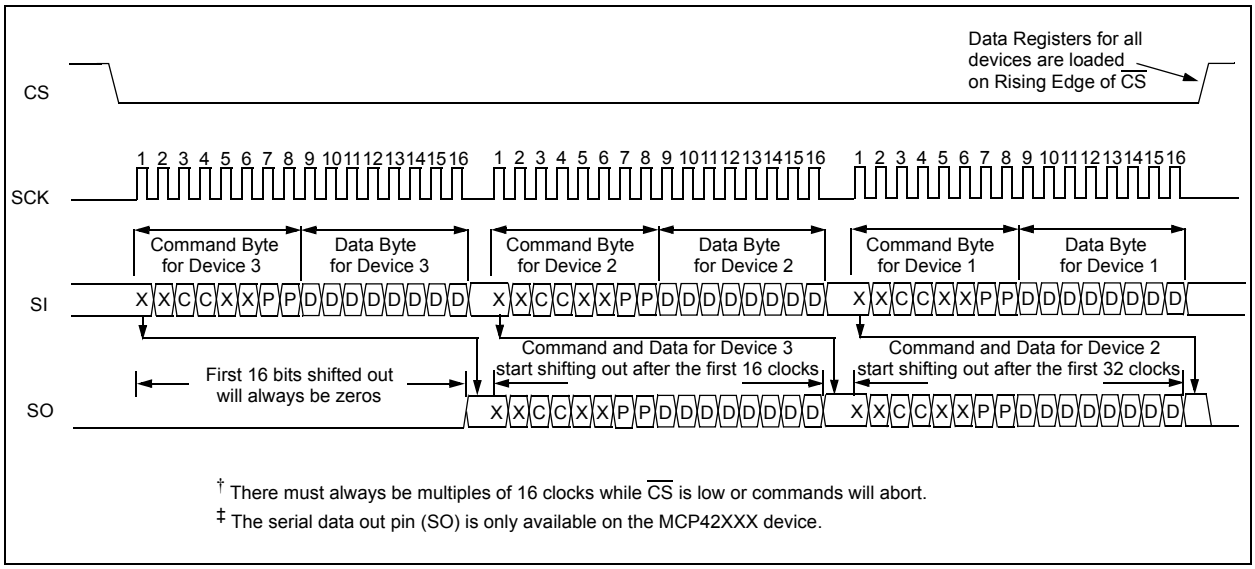
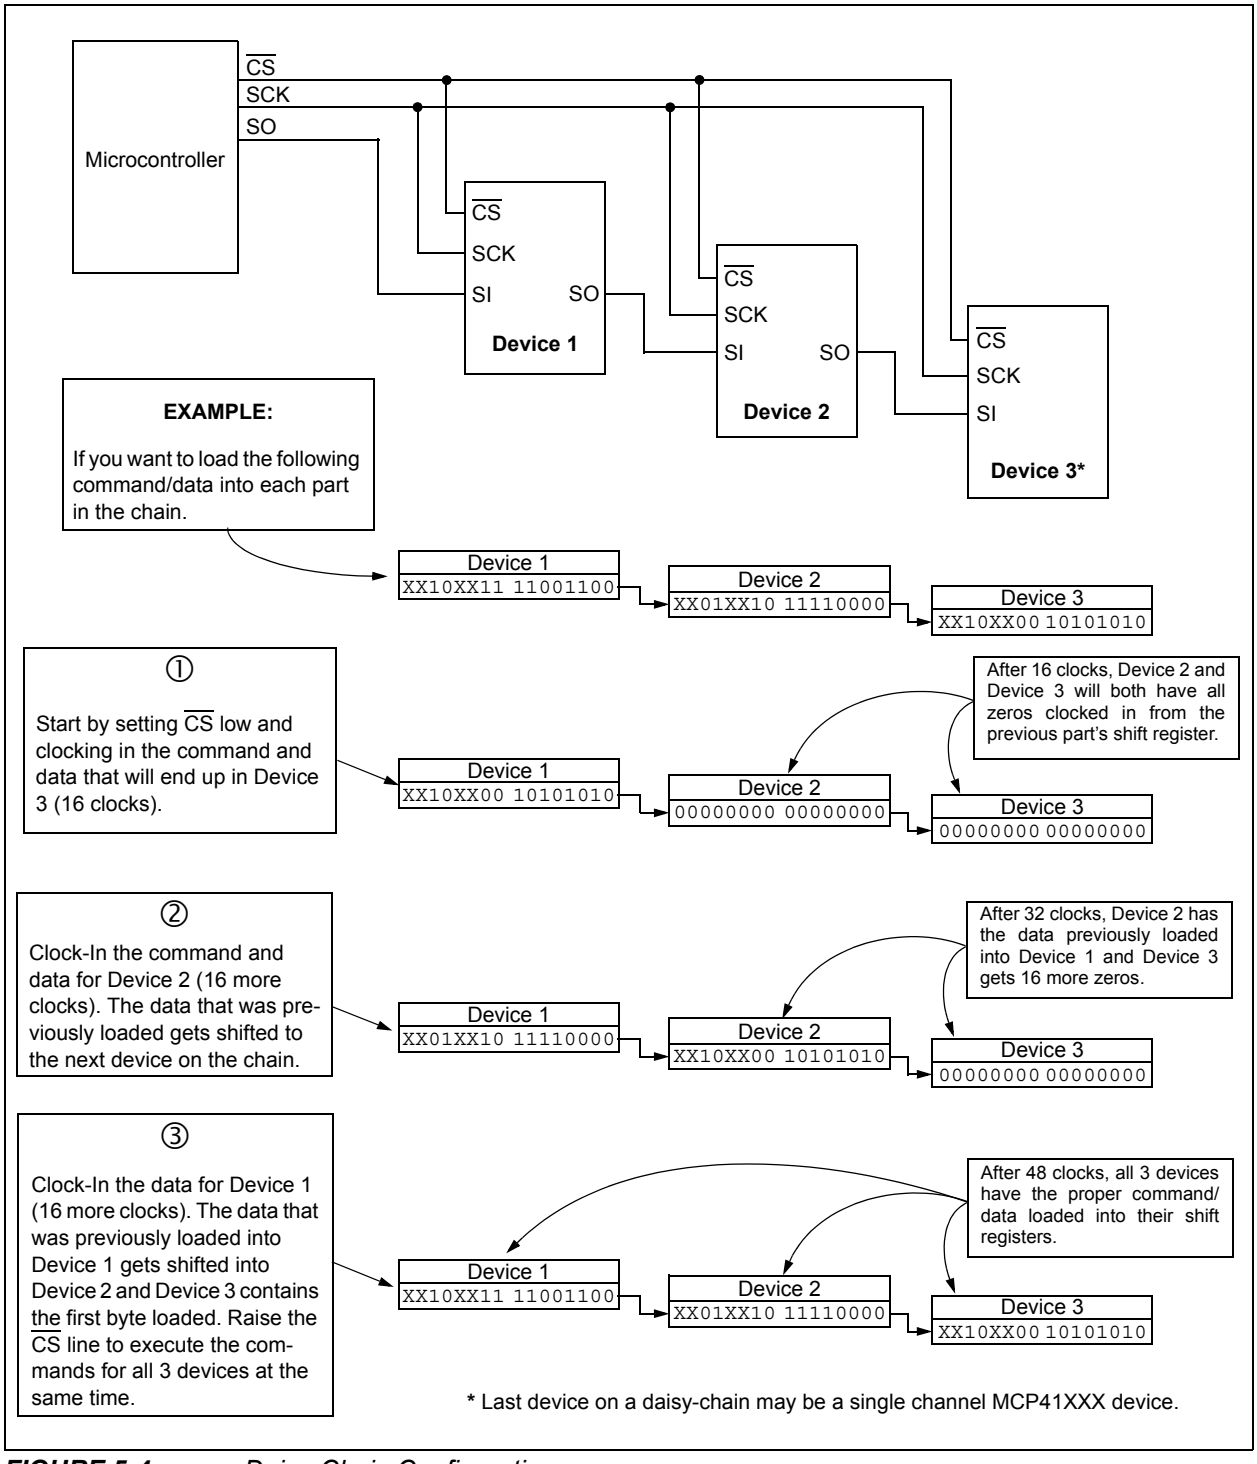

FIGURE 5-3: *Timing Diagram for Daisy-Chain Configuration.*
FIGURE 5-4: *Daisy-Chain Configuration.*
Multiple MCP42XXX devices can be connected in a daisy-chain configuration, as shown in Figure 5-4, by connecting the SO pin from one device to the SI pin on the next device. The data on the SO pin is the output of the 16-bit shift register. The daisy-chain configuration allows the system designer to communicate with several devices without using a separate $\overline{CS}$ line for each device. The example shows a daisy-chain configuration with three devices, although any number of devices (with or without the same resistor values) can be configured this way. While it is not possible to use a MCP41XXX at the beginning or middle of a daisy-chain (because it does not provide the serial data out (SO) pin), it is possible to use the device at the end of a chain. As shown in the timing diagram in Figure 5-3, data will be clocked-out of the SO pin on the falling edge of the clock. The SO pin has a CMOS push-pull output and will drive low when $\overline{CS}$ goes high. SO **will not** go to a high-impedance state when $\overline{CS}$ is held high.